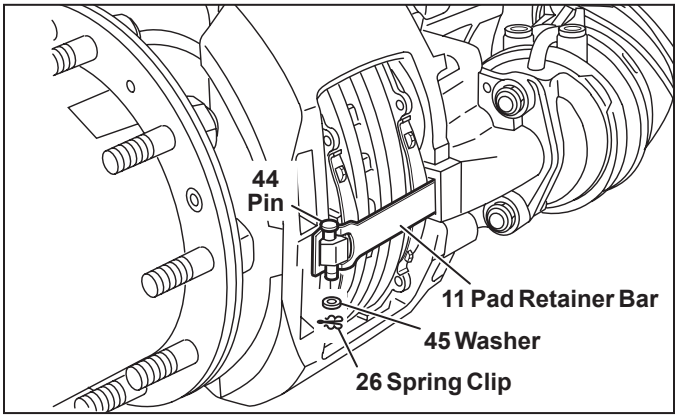

Figure 34 – Pad Retainer Bar Removal
5.2.4 *See Figure 34.* Remove and discard the spring clip (26) and washer (45).
Assemblies equipped with wear sensing: install the pad retainer bar (11) such that the short lead connected to the inboard pad is routed over the top of the pad retainer bar (11) and the long lead attached to the outboard pad is routed down the left hand side of the retainer bar. (*See Figure 34*).